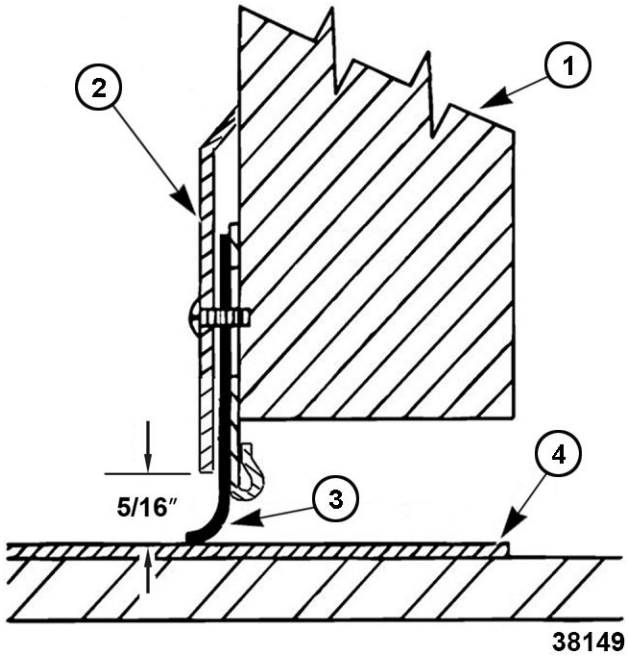

Fig. 68
2. Adjust door sweep so metal door seal plate (2, Fig. 68) is 5/16" from the highest point on oven floor (4, Fig. 68).